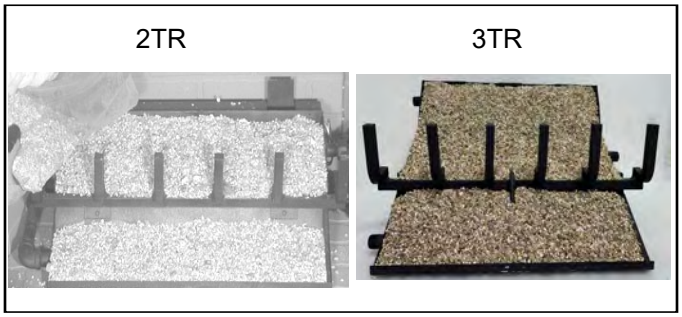

Figure 7.6 Vermiculite Placement
2. Level the vermiculite from side to side to ensure an!even flame pattern. See Figure 7.6.